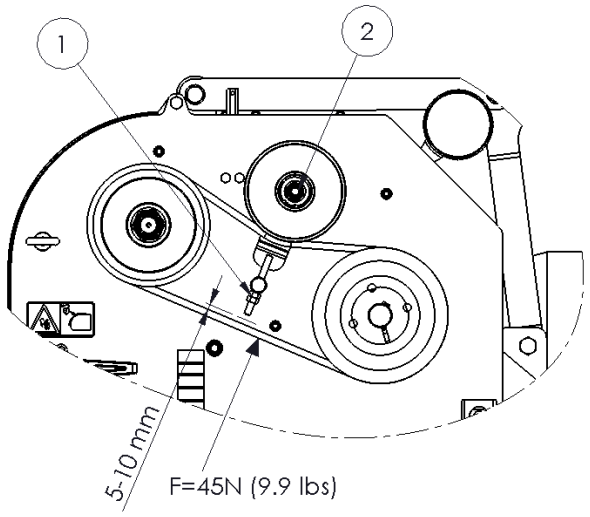

Fig. 14
2. Oefen een kracht van 45 N (9,9 lbs.) uit op het midden van het onderste deel van de snaar, zie fig.14.
5. Draai de moer (2) iets los.
6. Verdraai de moer (1) tot de juiste spanning is bereikt.
7. Draai de moer (2) weer vast.